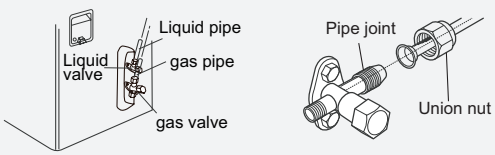

Fig.20
(2) Remove the screw cap of valve and aim the pipe joint at the bellmouth of pipe.(As show in Fig.20)